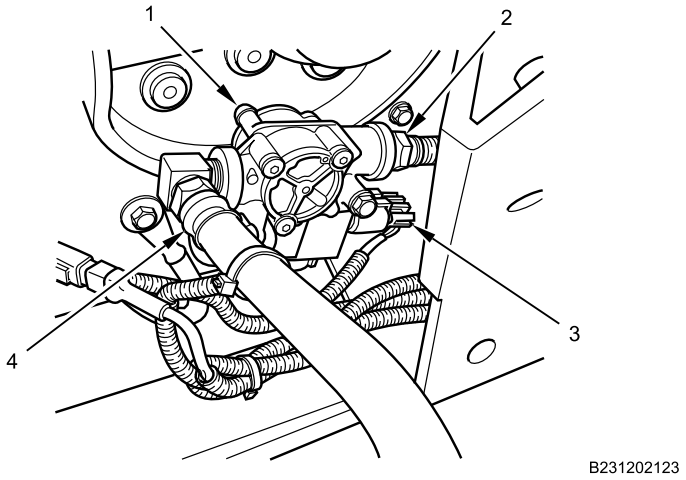

Figure 2. ABS Modulator Valve Air Line.
2. Remove front air line (Figure 2, Item 4) from ABS modulator valve (Figure 2, Item 1).
4. Disconnect electrical connector (Figure 2, Item 3) from ABS modulator valve (Figure 2, Item 1).
5. Remove rear air line (Figure 2, Item 2) from ABS modulator valve (Figure 2, Item 1).